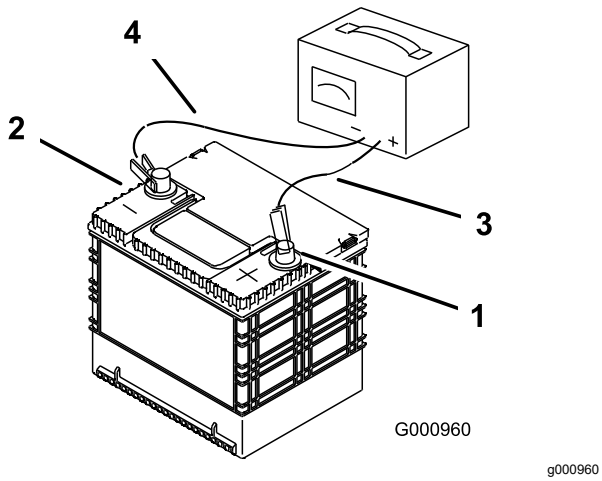

Bild 52
3. Wenn die Batterie ganz aufgeladen ist, ziehen Sie den Stecker des Ladegeräts aus der Dose. Klemmen Sie dann die Klemmen des Ladegeräts von den Batteriepolen ab (Bild 52).